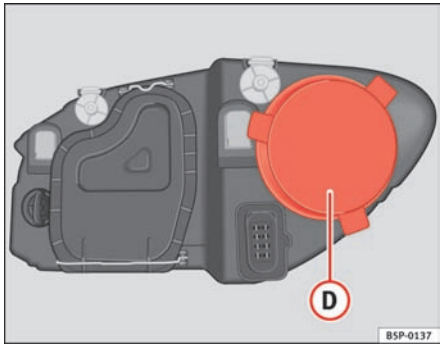

Fig. 169 Side lights
– Remove the cover ⇒ fig. 169 (D) by pulling on this.